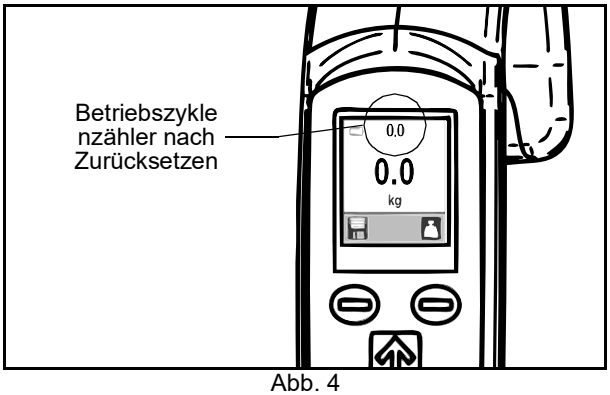

Abb. 4
5. Das Gerät mit der Stopptaste wieder ausschalten. Beim nächsten Einschalten des Geräts zeigen die Ziffern für den Betriebszyklenzähler null an (siehe Abb. 4).